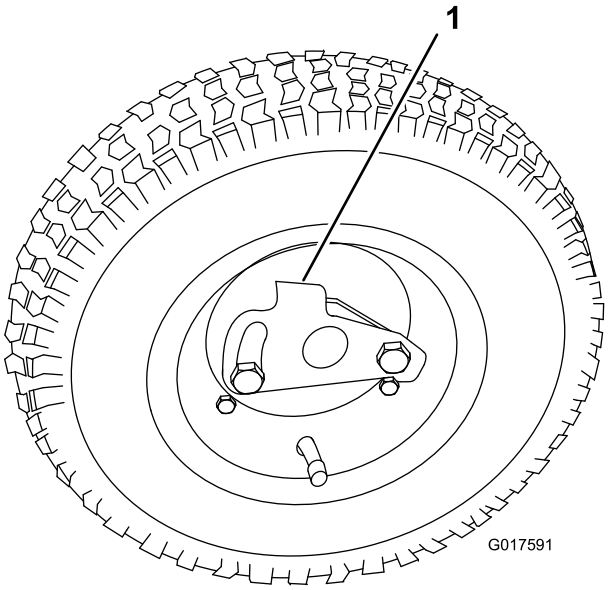

Rysunek 8
1. Wsuń koło na oś (Rysunek 8).
2. Odwróć zacisk blokujący koło od środka koła, umożliwiając jego dalsze wsunięcie na oś (Rysunek 8).